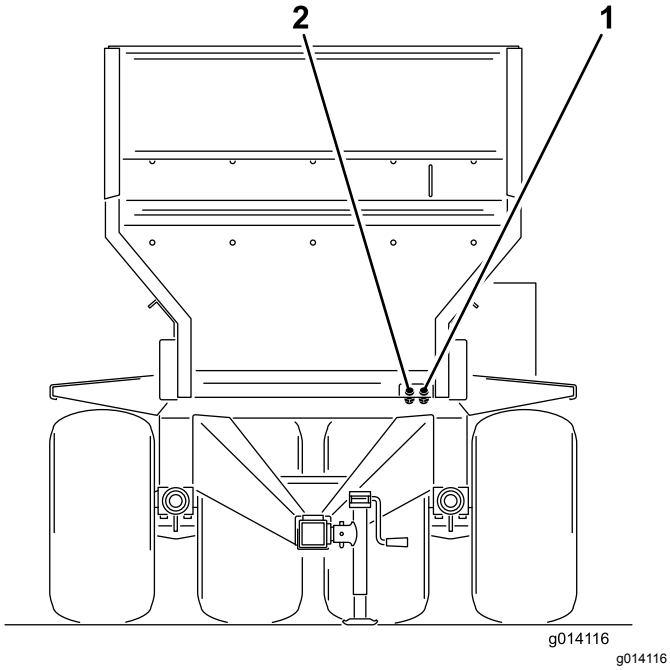

**Rysunek 20**
6. Podłącz 2 przewody hydrauliczne maszyny do pojazdu holowniczego. Patrząc od przodu maszyny, podłącz prawy przewód do strony ciśnienia i lewy przewód do strony powrotnej (Rysunek 20). Na przewodzie powrotnym znajduje się przepływowy jednokierunkowy zawór zwrotny. Na zaworze zwrotnym znajduje się również strzałka, która powinna wskazywać na złącze powrotne pojazdu holowniczego.